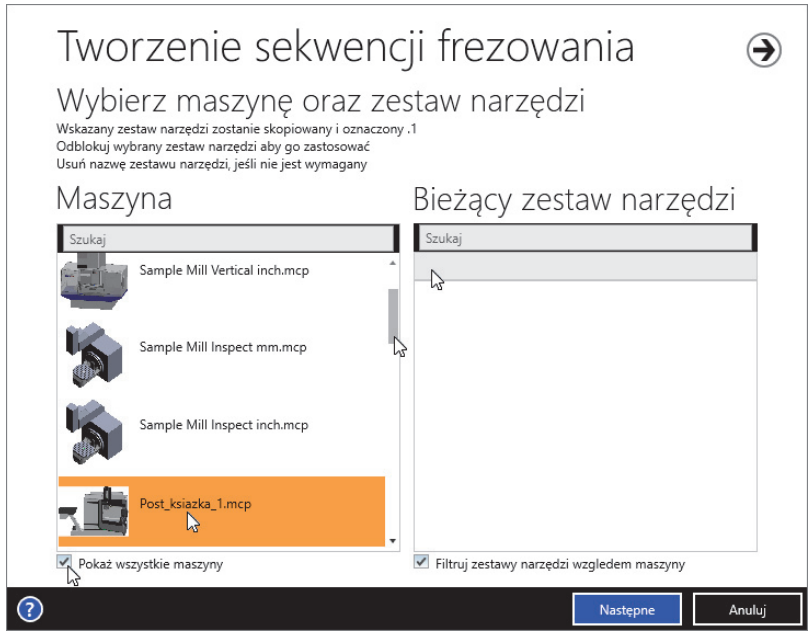

Rysunek 9.10. Tworzenie sekwencji frezowania — Wybierz maszynę oraz zestaw narzędzi
2. Pojawi się okno *Tworzenie sekwencji frezowania* z informacją *Wybierz maszynę oraz zestaw narzędzi* (rysunek 9.10).
5. Kliknij *Następne* (rysunek 9.10).